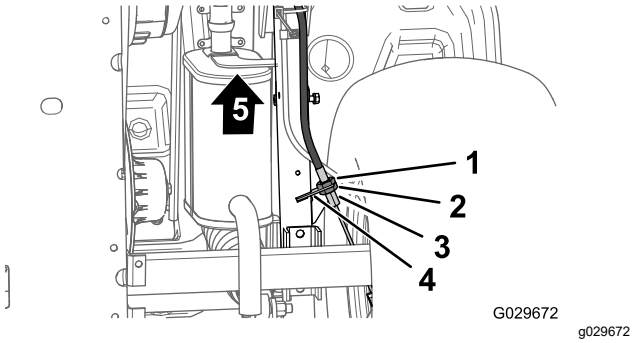

Figur 63
3. I bunden af maskinen løsnes den bageste kontramøtrik til den gevindskårne justeringsskrue på parkeringsbremsens kabel med 4 omgange (Figur 63).
4. Stram den fremadgående kontramøtrik (Figur 63).
A. Løsn den fremadgående kontramøtrik (Figur 63) for den gevindskårne justeringsskrue på parkeringsbremsens kabel med 1 omgang.
B. Stram den bageste kontramøtrik (Figur 63).
A. Løsn den bageste kontramøtrik (Figur 63) for den gevindskårne justeringsskrue på parkeringsbremsens kabel med 1 omgang.
B. Stram den fremadgående kontramøtrik (Figur 63).